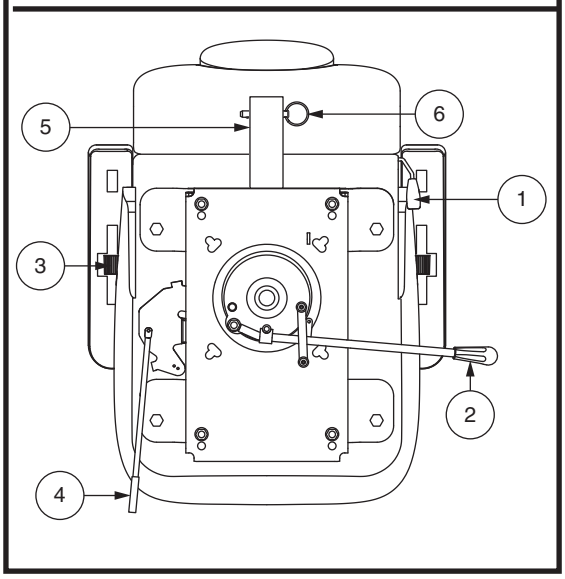

Figure 20. Seat Adjustments
To adjust your scooter's reclining seat, you can adjust the seatback angle with the seatback adjustment lever. **See figure 20.**
1. Pull upward on the seat rotation lever to disengage the seat. **See figure 20.**
Armrest angle of your scooter can be adjusted upward or downward by turning the adjustment dial. **See figure 20.**
1. Move the seat sliding lever located at the lower left side of the seat outward. **See figure 20.**
The rear-mounted accessory bracket allows you to attach a personal accessory such as a basket, walker holder, or oxygen tank to the back of your scooter. Utilize the detent pin to securely mount your item to the accessory bracket. **See figure 20.** See your authorized Provider for details.